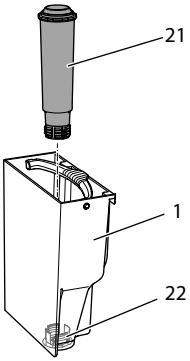

Fig. 15: Iskruning/udskruning af vandfilter
- Fjern vandfilteret (se Fig. 15 på side 175).
9. Sæt et nyt filter ind i vandbeholderen (se *Fig. 15)*.
3. Fjern vandbeholderen (se *Fig. 15)*.